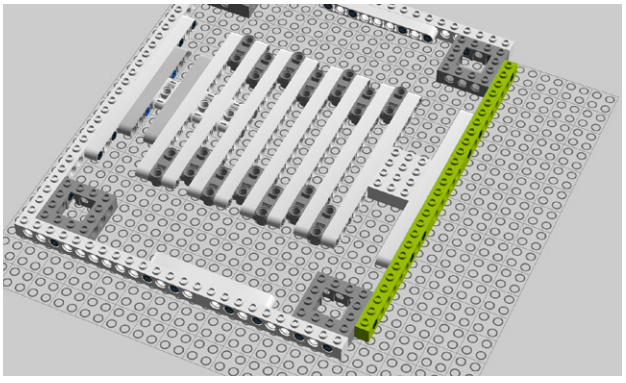

Figure 8-31. *Step 26: Connecting a pair of 14M Technic bricks*
26. Add a pair of 14M Technic bricks (Figure 8-31).